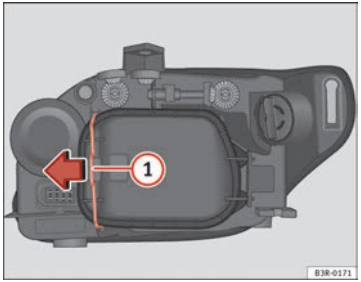

Fig. 207 Dipped beam headlights
Although it is not necessary, previously remove the rigid cover ⇒ fig. 207 for easier turn signal bulb changes. ■
– Move the brace ⇒ fig. 207 (1) in the direction of the arrow and remove the rigid cover, separating the brace side and then removing the two tabs from the other end of the cover.